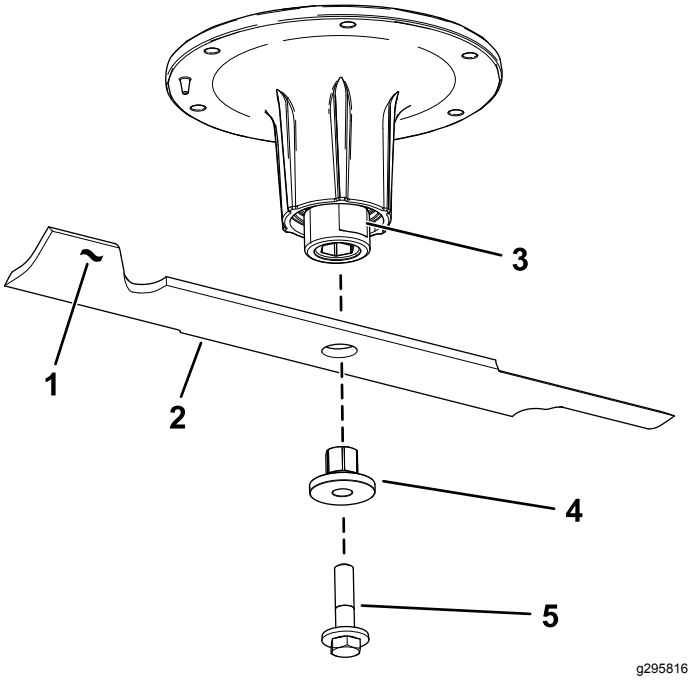

Figuur 107
2. Verwijder de mesbout, de lagerbus en het mes van de spilas (Figuur 107).